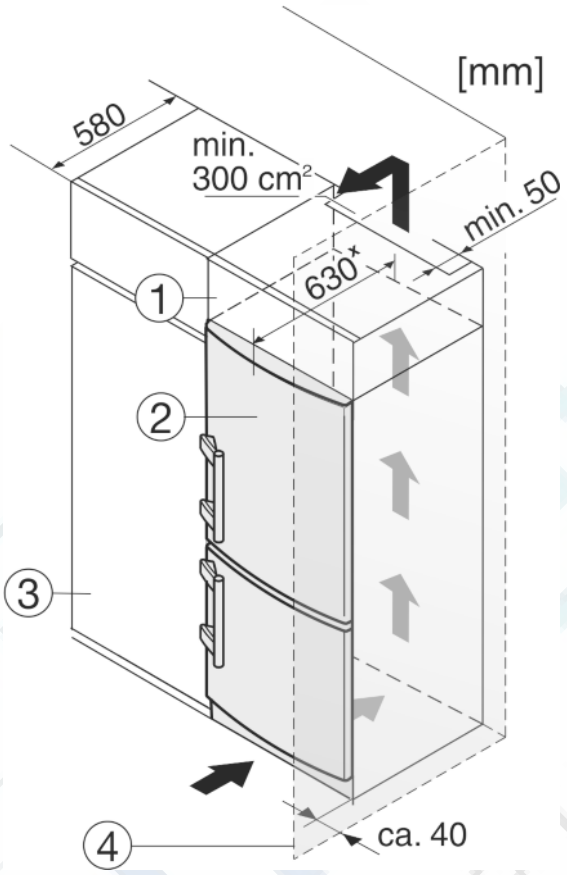

Fig. 9
Устройство может быть окружено предметами кухонной обстановки. Чтобы уравнять устройство *Fig. 9 (2)* по высоте с кухонной стенкой, можно установить над устройством соответствующий дополнительный шкафчик *Fig. 9 (1)*.
При комбинировании с кухонными шкафами (глубина макс. 580 мм) устройство можно установить непосредственно рядом с кухонным шкафом *Fig. 9 (3)*. Устройство выступает сбоку на 34 мм[x] и по центру на 50 мм[x] относительно передней стенки кухонного шкафа.
Если устройство установлено на шарнирах у стены *Fig. 9 (4)*, то расстояние между устройством и стеной должно быть не менее 40 мм. Настолько выступает ручка при открытой дверце.